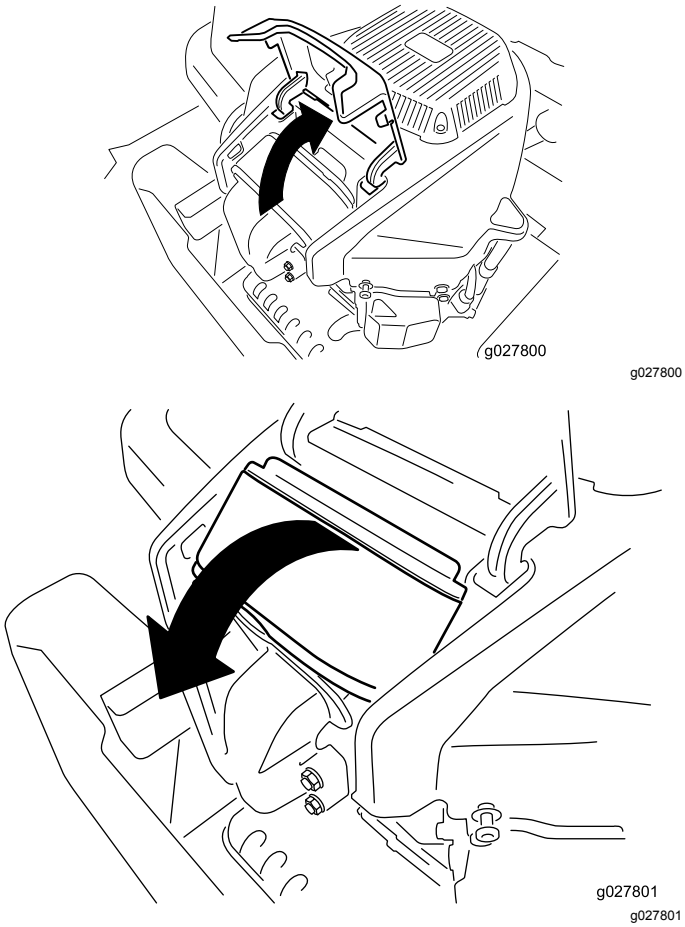

Figuur 42
4. Til het deksel op en draai het luchtfilter uit de motor (Figuur 42).